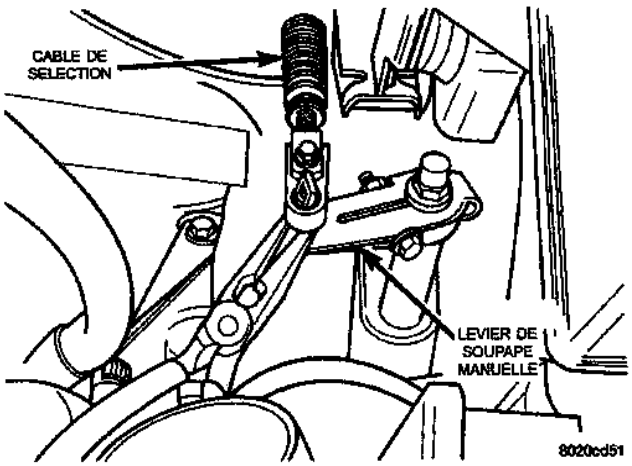

*Fig. 12 Câble de sélection*
(1) Déposer du levier le câble de sélection de rapport (Fig. 12).